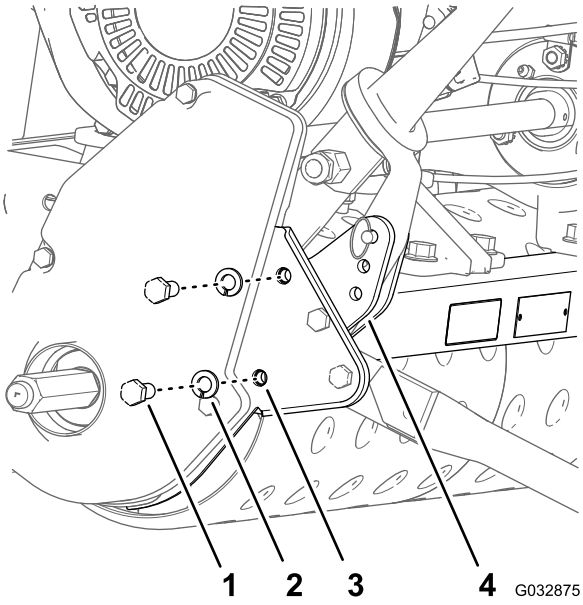

Figur 6
8. Fjern de to bolte (3/8 x 7/8 tomme) og to låseskiver (3/8 tomme), der fastgør den venstre sideplade til den ydre plade på maskinens bagstel (Figur 6).